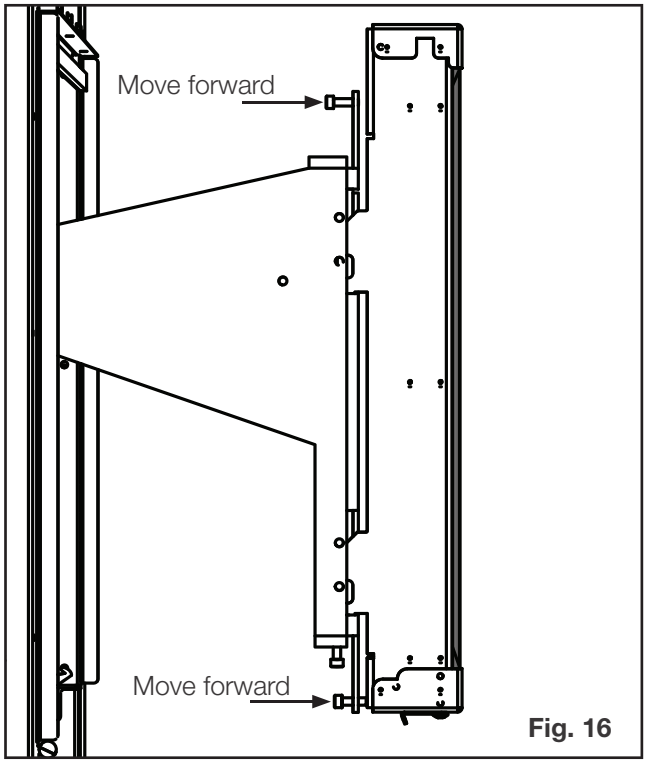

Fig. 16
12. Check if the GGA-1 plane is straight. Adjust with horizontal adjustment screws on both ends, if necessary **(Fig. 16)**.